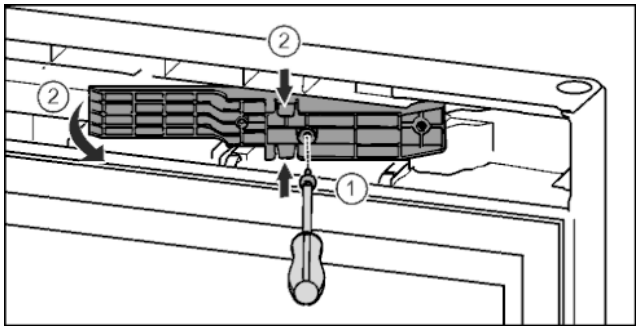

*Fig. 15**
▶ Отпустить винты отверткой T15. *Fig. 15 (1)**
▶ Извлечь деталь адаптера. *Fig. 15 (2)**